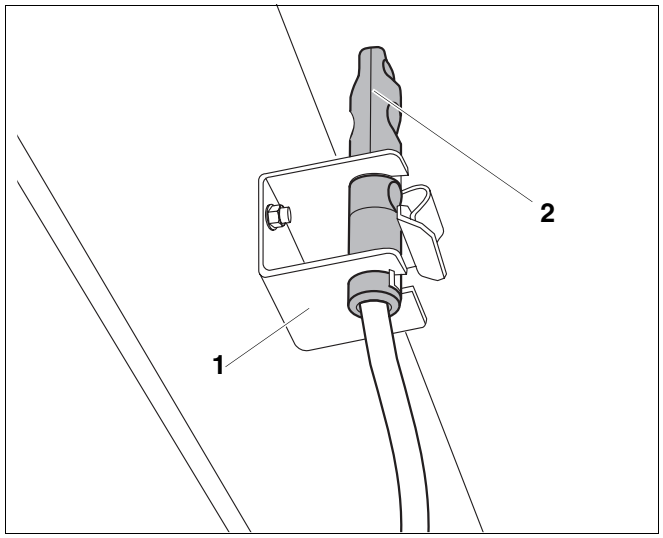

Afb. 50 Rookgastemperatuurvoeler controleren (zicht langs onder door de opening van de trekonderbreker)
De rookgastemperatuurvoeler (afb. 50, **pos. 2**) die is voorgemonteerd in de trekonderbreker van de condensatie-eenheid, moet vast in de houder (afb. 50, **pos. 1**) gemonteerd zijn, om een veilige en storingsvrije werking van de ketel te garanderen.
- Zorg ervoor, dat de rookgastemperatuurvoeler correct in de houder zit (afb. 50).
- Schuif de rookgastemperatuurvoeler langs boven in de houder (afb. 50).